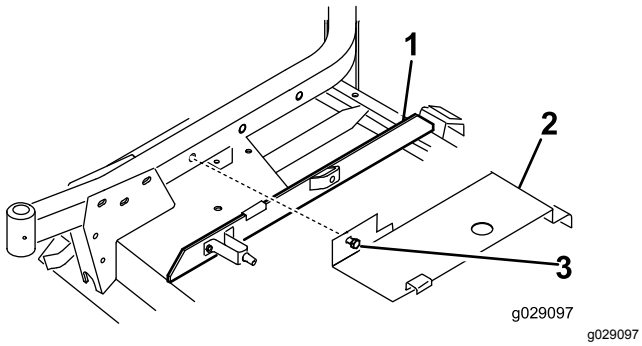

図 24
1. 右側ブリッジバーの上にトリムモールディングを差し入れ、スプリングブラケットの側面がトリムモールディングの遠い方のエッジから 10cm の距離になるように位置決めする 図 24。
2. カバー取り付けボルトを右キャスタアームの穴に入れ、デッキカバー 図 24 の後部を後チャネルピンに引っ掛ける。カバーはモールディングに寄りかかるようになる。必要に応じてモールディングを調整する。